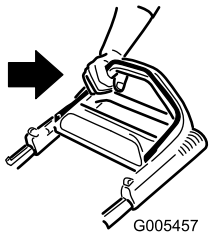

Figura 12
1. Tenete la barra di comando della lama contro la stegola (Figura 12).